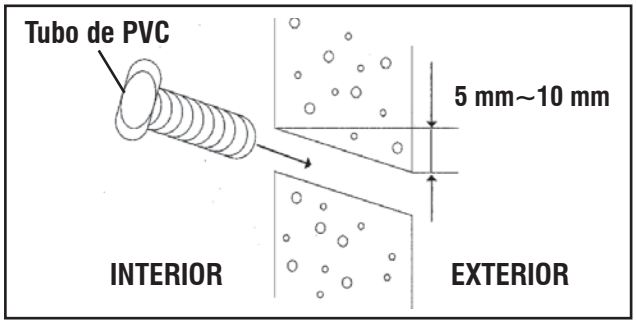

FIG. 17
- Corte e coloque o tubo de PVC de 75 mm de diâmetro de acordo com a espessura da parede e passe a tubulação através dela. (fig. 17).